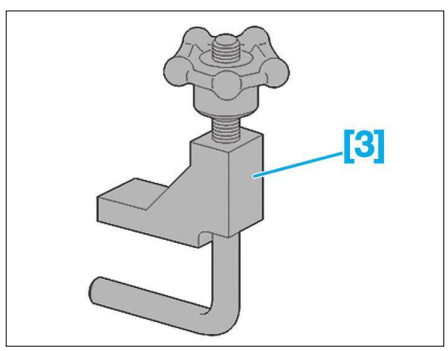

**Fig. 4**
- [3] Pince courroie (réf : 0188.K) **(Fig.4)**.